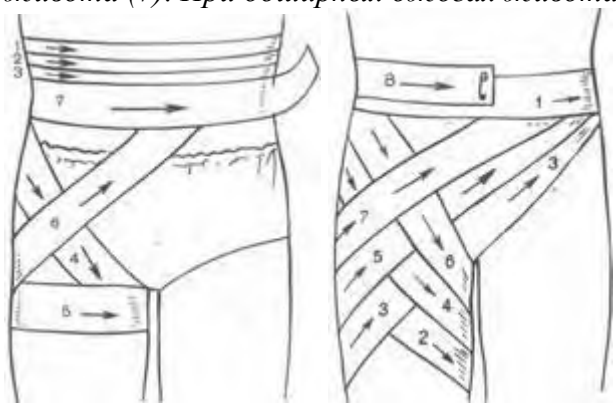

Рис. 9.
накладывается стерильная повязка, при которой бинтование проводится последовательными круговыми ходами снизу вверх. На нижней части живота спиральная повязка сползает, поэтому здесь накладывают колосовидную повязку на живот и паховую область (рис. 9, а, б). Она начинается с круговых ходов вокруг живота (1-3), затем ход бинта по наружной поверхности, бедра (4) переходит вокруг, него (5) .по наружной поверхности бедра (6), и далее опять делают круговые ходы вокруг живота (7). При обширных ожогах живота могут накладываться косыночные повязки.